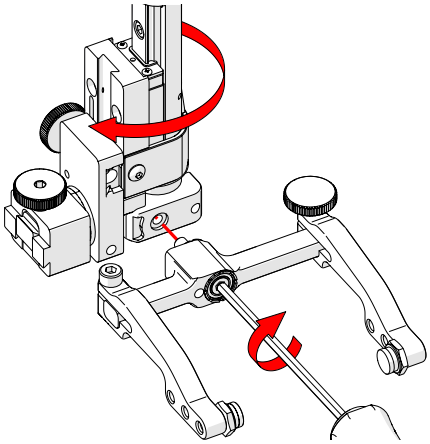

Fig. 134 - Screw yoke to opposite side
6. Mount the yoke to the opposite side of the base using the supplied 3 mm hex driver *(Fig. 134)*.